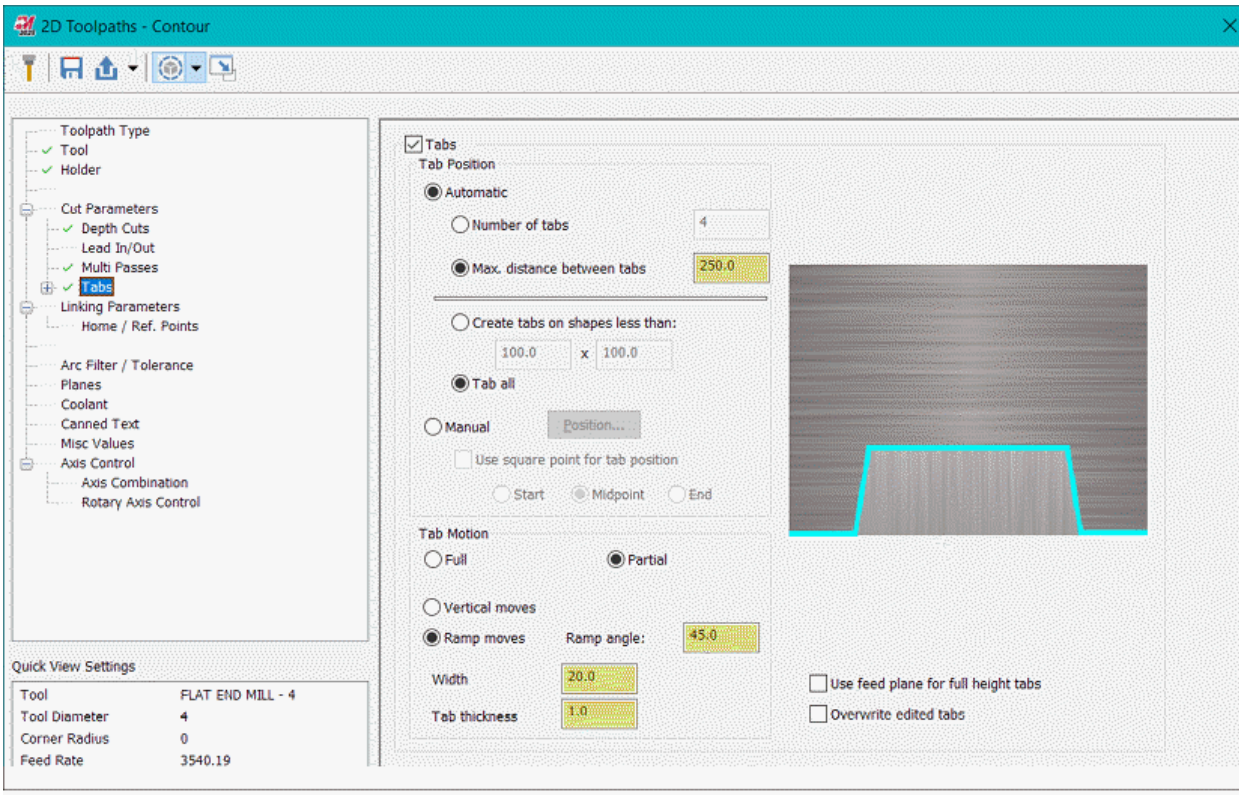

Figure-11. Tabs options
- Select the **Tabs** option from the left area in the dialog box to define location of tabs holding the workpiece on table. The options in dialog box will be displayed as shown in Figure-11.